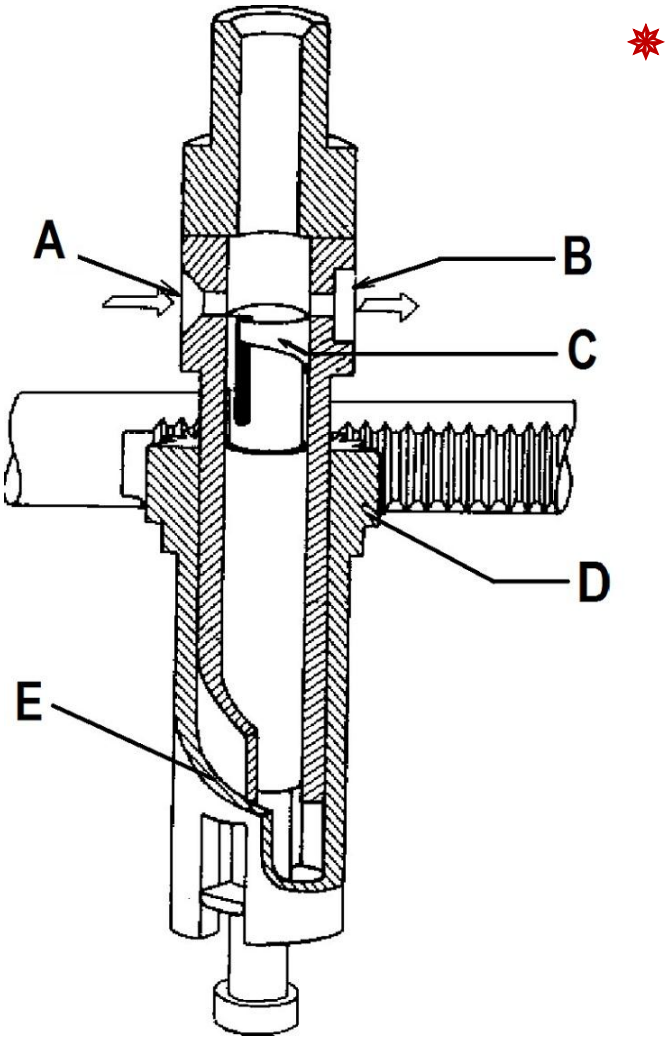

Figuur 1
2.1 FIGUUR 1 hieronder toon 'n deursneediagram van 'n plunjer-element wat in 'n gelid-plunjerinspuitpomp ('inline plunger injection pump') voorkom.